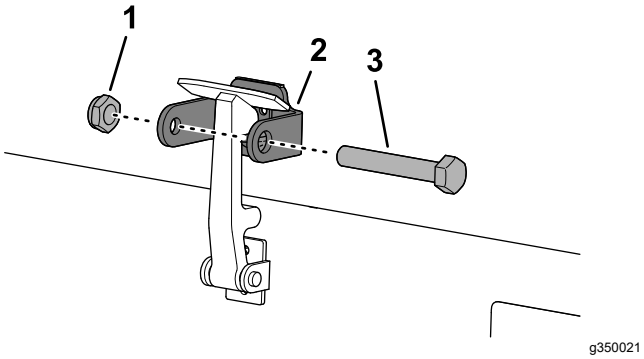

Figuur 20
7. Schroef de bout in de andere arm van de vergrendelbeugel om de sluiting te vergrendelen (Figuur 20).